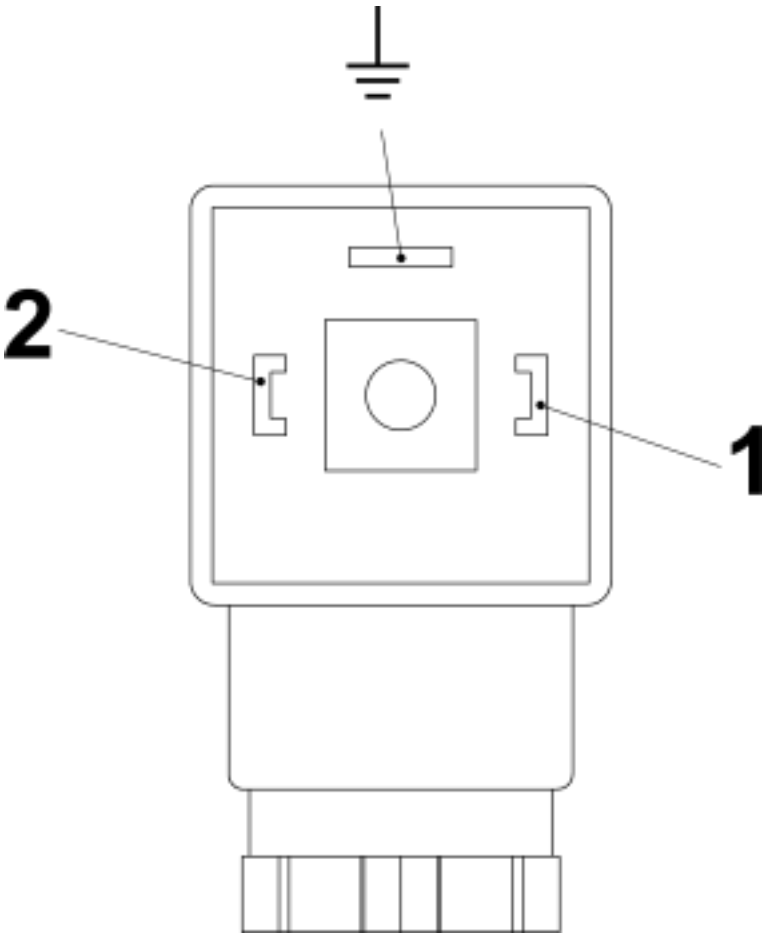
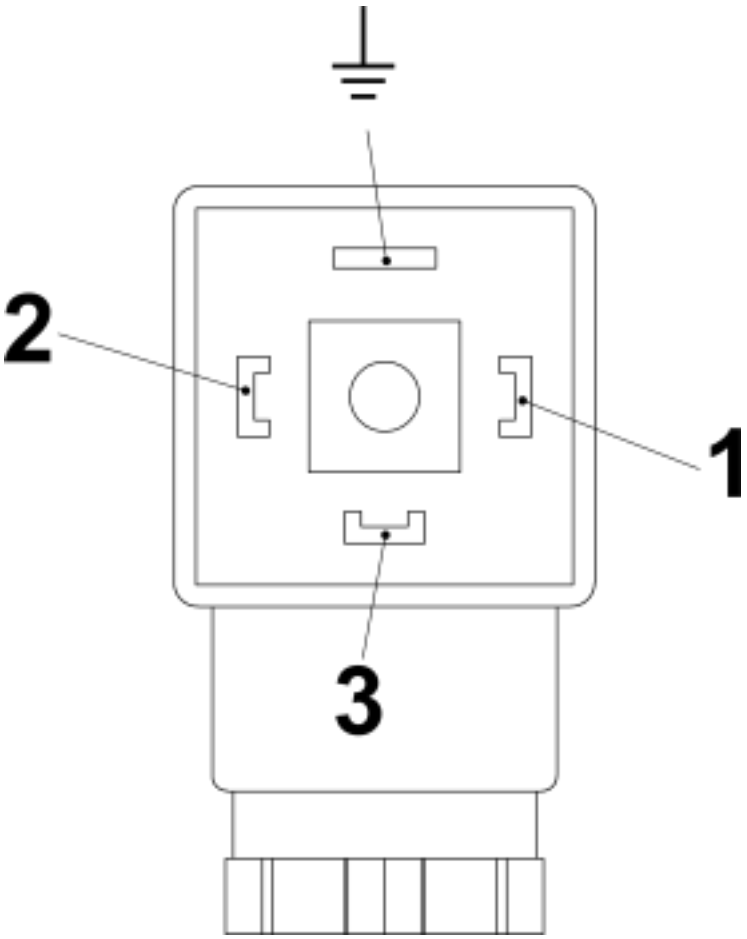

Fig. 29: Pin assignment, plug socket, Normally Open Contact (Form 30x70)
Fig. 30: Pin assignment, plug socket, Change-Over-Contact (Form 30x70)
6. Make the connections as shown in the connecting diagram (*Fig. 29* and *Fig. 30*)